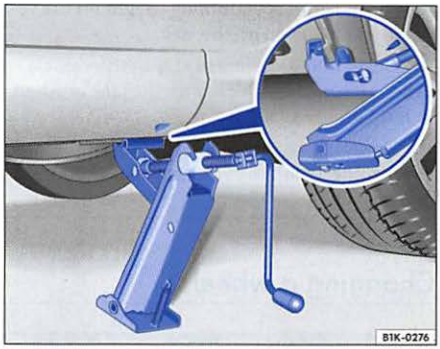

Fig. 27 Jack at left rear
6. Adjust the jack and continue cranking up the handle until it is in position around the vertical rib underneath the vehicle ⇒ fig. 27 ⇒ ⚠.
- **Before you raise your vehicle, always make sure the jack claw properly grasps the vertical rib under the sill so that the jack does not slip off when you are raising the vehicle ⇒ page 85, fig. 27.**